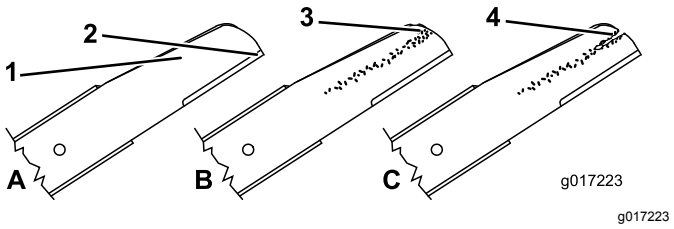

Figur 41
1. Syn knivenes skær (Figur 41). Hvis skærene ikke er skarpe eller har hakker, skal knivene afmonteres og slibes eller udskiftes.
2. Efterse selve skæreknivene, især det buede område (Figur 41). Hvis skærekniven er beskadiget eller slidt, eller hvis der er antydning af en revne i dette område, skal du straks udskifte den med en ny skærekniv.